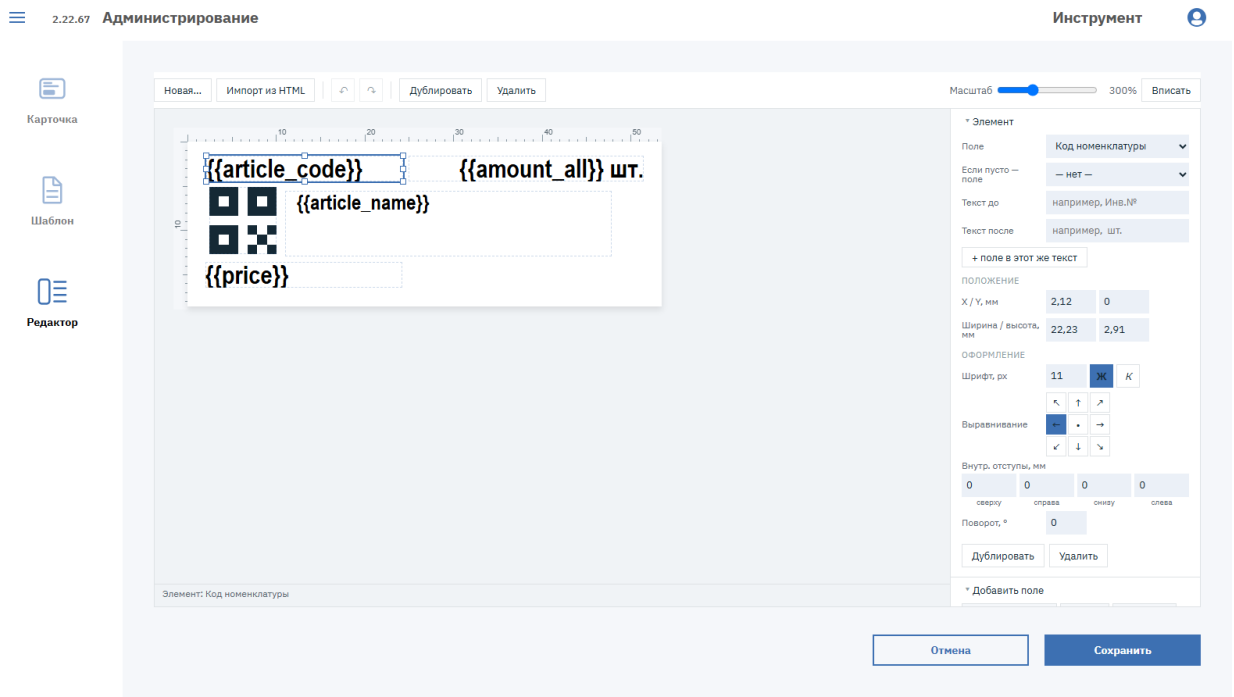

Рисунок 35. Выделенный элемент и блок «Элемент»
5. Щелкните по элементу на макете, чтобы выделить его, перетащите элемент мышью на нужное место и измените его размер за маркеры (с нажатой клавишей Shift – без привязки). В блоке «Элемент» настройте параметры элемента (см. Рисунок 35).